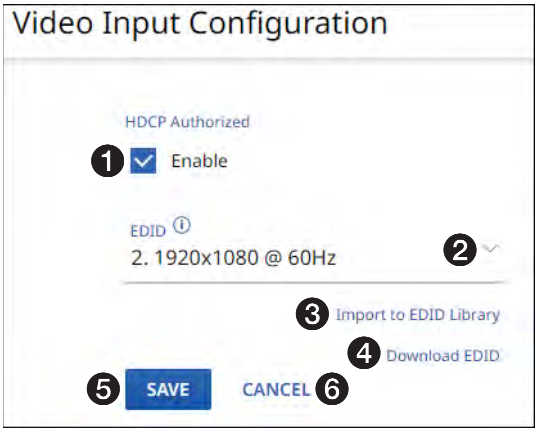

Figure 15. Video Input Configuration Dialog Box
If you change any of the settings in the `Video Input Configuration` dialog box (see figure 15, ❶ through ❹), the `SAVE` button (❺) becomes selectable. Click **`SAVE`** to take changes or **`CANCEL`** (❻) to abandon them. Clicking either button closes the dialog box.